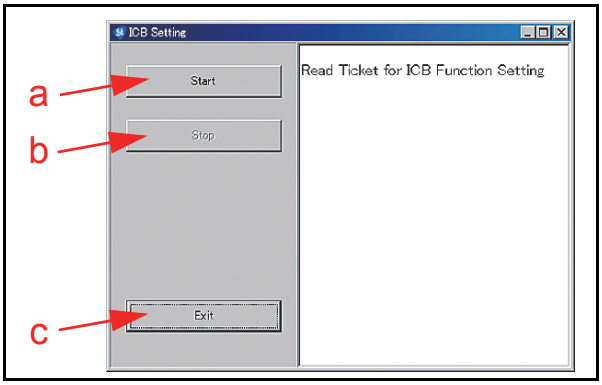

Figure 6-64 ICB Function Test Screen
3. Mouse-click on the "Start" Screen Button (See Figure 6-64 a) to begin the ICB Function Setting.
6. Mouse-click on the "Stop" Screen Button (See Figure 6-64 b) to complete the ICB Function Setting operation.
7. Mouse-click on the "Exit" Screen Button (See Figure 6-64 c) to return to the "**Test Item Select**" Screen.
3. Mouse-click on the "Start" Screen Button (See Figure 6-64 a) to begin the ICB Function Setting operation.
4. Insert an "ICB Disable Ticket" Barcode Coupon. The Status LED will blink three (3) times at a Green Color rate when the ICB Disable Ticket reading is properly completed.
5. Mouse-click on the "Stop" Screen Button (See Figure 6-64 b) to finish the ICB Function Setting operation.
6. Mouse-click on the "Exit" Screen Button (See Figure 6-64 c) to return to the "**Test Item Select**" Screen.